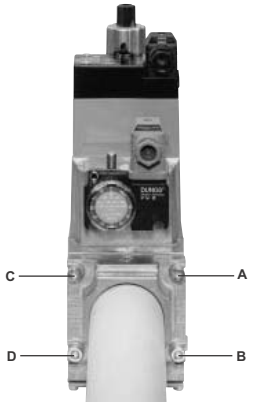
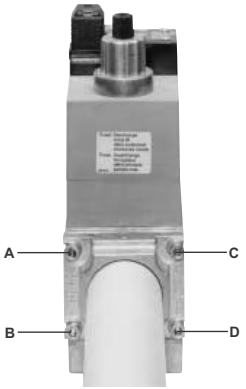

Fig. 21
Fig. 22
1. Allentare le viti A e B **non** svitare (Fig. 21 e Fig. 22).
2. Svitare le viti C e D (Fig. 21 e Fig. 22).